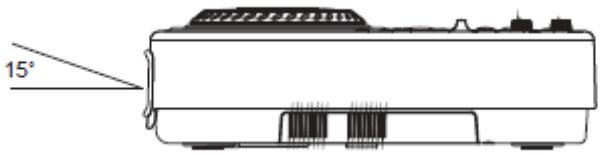

Rysunek 1
• Odtwarzacz będzie działał normalnie jeżeli główna jednostka będzie zamontowana pod kątem w granicach 15 stopni. Jeżeli będzie ona zbytnio pochylona, płyty mogą ładować się nieprawidłowo a ich wyjmowanie może być utrudnione. **(Rysunek 1)**